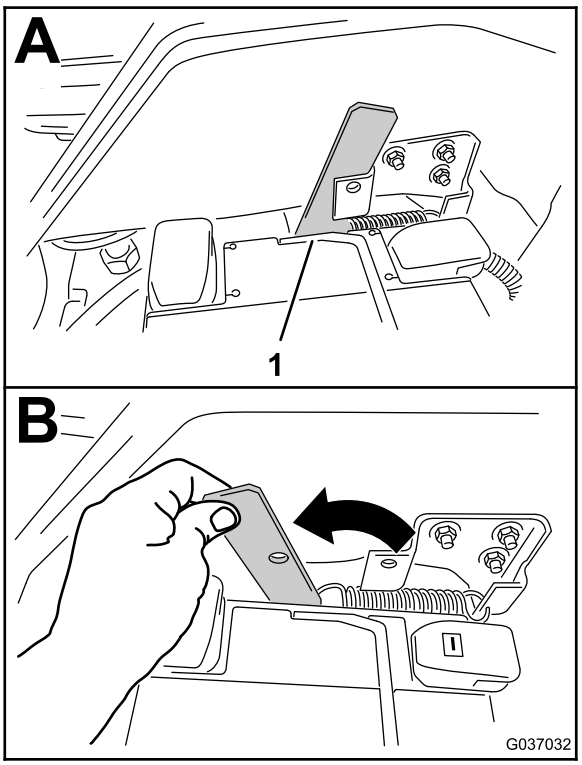

Figuur 3
3. Zet de greep naar voren om het platform los te maken van het chassis van de machine (Figuur 3).